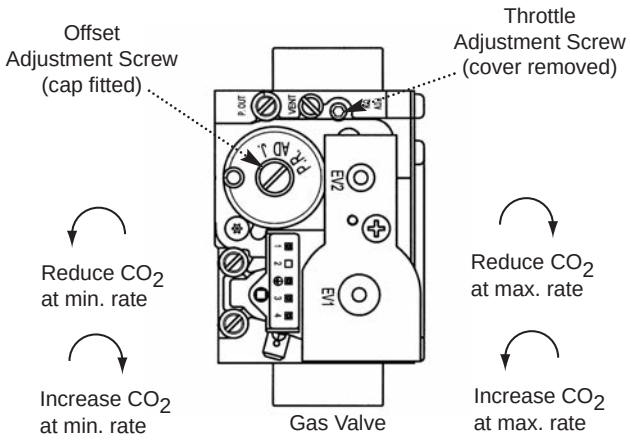

Fig. 61
4. Check the CO_2 is 9.3% ±0.1%. If the CO_2 is incorrect alter the Throttle Adjustment Screw (Fig. 61). Turn the screw anticlockwise to increase the CO_2 or clockwise to decrease (2.5mm hexagon key).
6. Check the CO_2 is 8.9% ±0.1%. If the CO_2 is incorrect alter the Offset Adjustment Screw (Fig. 61). Turn the screw clockwise to increase the CO_2 or anticlockwise to decrease (4mm hexagon key).